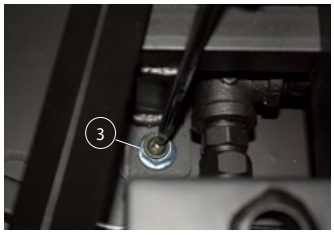
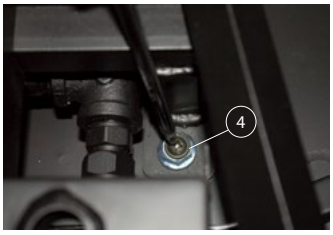

Figure 20a. (LH Base mounting machine screw).
Figure 20b. (RH Base mounting machine screw).
Step 3 & 4 Remove the two (2) *(RH & LH)* Base mounting machine screws, ***Figure 20a & 20b***. ***(Philips head screwdriver required)***.
Step 3 & 4. Figure 20a. *(LH Base mounting machine screw).* **Figure 20b.** *(RH Base mounting machine screw).*